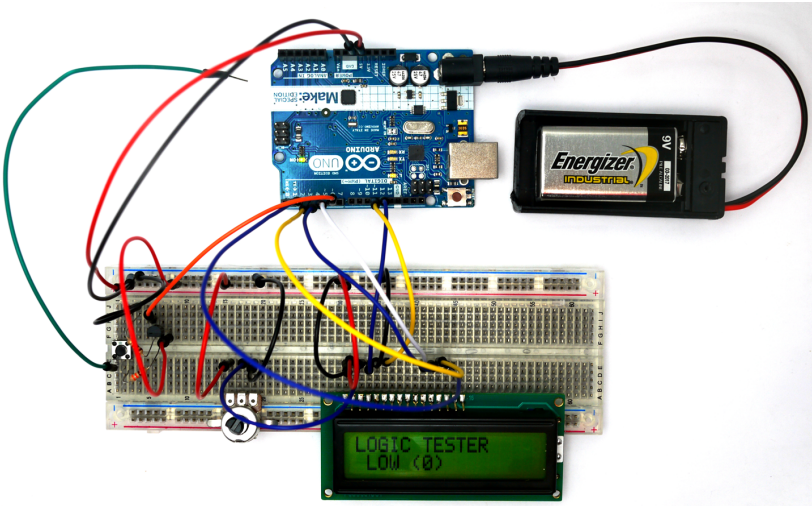

Figure 16-1. *A Logic Tester with an LCD*
The Logic Tester project in Chapter 15 allowed you to check the digital data values the Arduino uses to control motors and LEDs. The tester's two LEDs offer a quick way to see the digital data. In this project, you'll make an awesome change to the tester by displaying "HIGH (1)" or "LOW (0)" data messages on an LCD. The electronic components to build this device are shown in the Parts List. The Logic Tester with an LCD is shown in Figure 16-1.
Once the Logic Tester sketch has been uploaded to the Arduino, the LCD will display a message, as shown in Figure 16-1. Take the long jumper wire (test probe) from the pushbutton switch and attach it to the +5V source of the Arduino (for reference, see Figure 16-2). Press the pushbutton switch and the LCD will display "HIGH (1)" for the